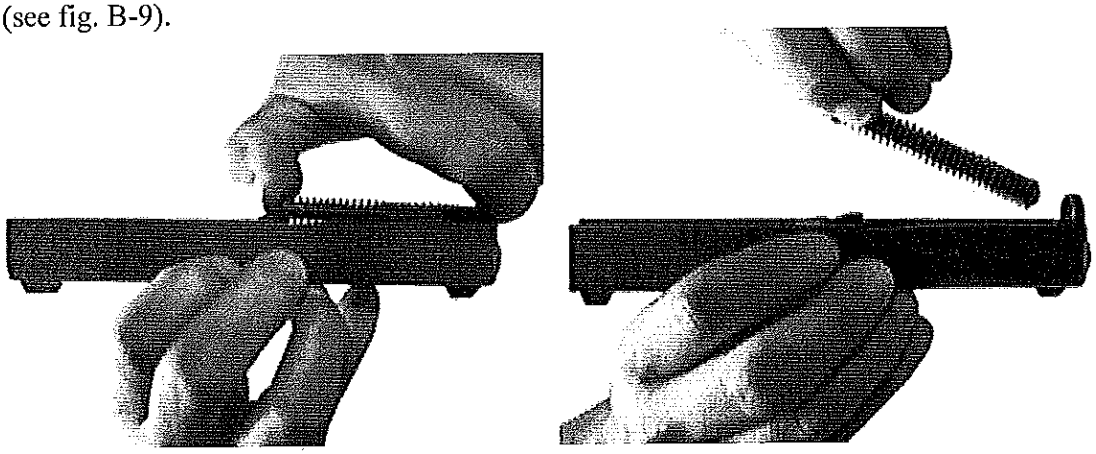

Figure B-9. Remove Recoil Spring Assembly.
4. Push the recoil spring assembly slightly forward with the thumb and lift it out of the slide (see fig. B-9).